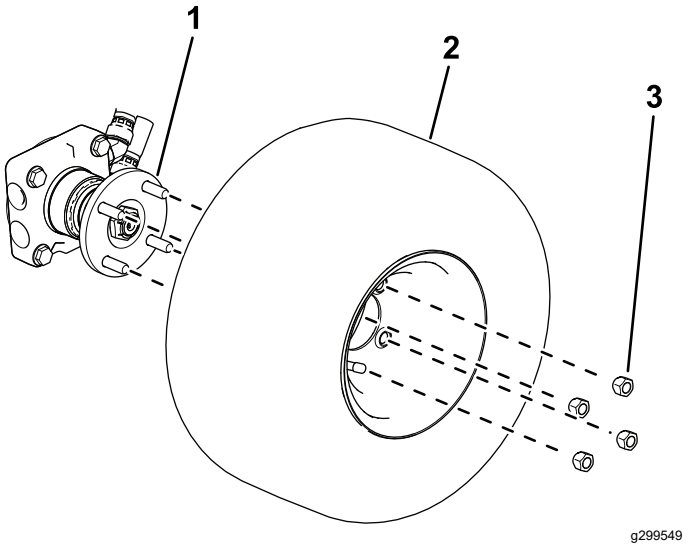

Figure 4
- **Modèles à 4 roues motrices :** fixez la roue sur le moyeu à l'aide de 4 écrous de roue (Figure 4).